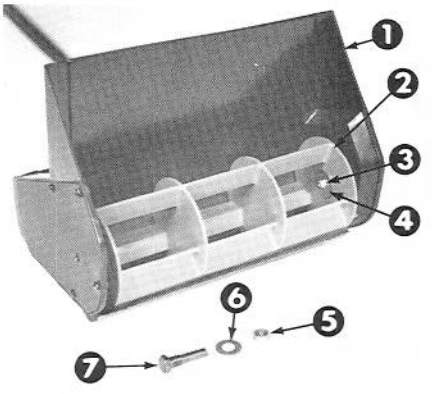

Figure 14
2. Remove the locknut and washer from the opposite end (Fig. 14).